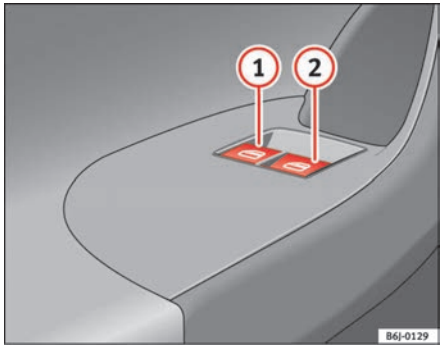

Fig. 47 Detail of driver door: controls for the front windows.
The buttons ⇒ page 83, fig. 47 (1) and (2) have two posiitons for opening the windows and two for closing them. This makes it easier to open and close windows to the desired position.